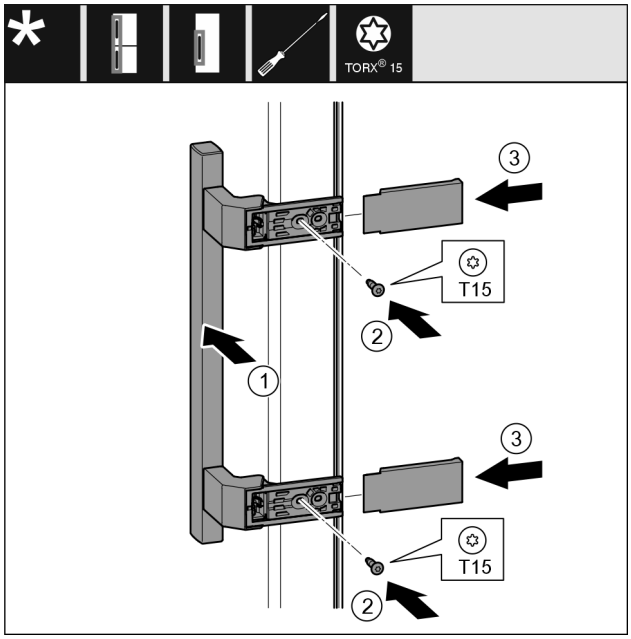

Fig. 36
▶ Pielieciet rokturi *Fig. 36 (1)* pretējā pusē.
▶ Ar skrūvgriezi pieskrūvējiet skrūves *Fig. 36 (2)*.
▶ Sānos pielieciet un uzbīdiet pārsegus *Fig. 36 (3)*.